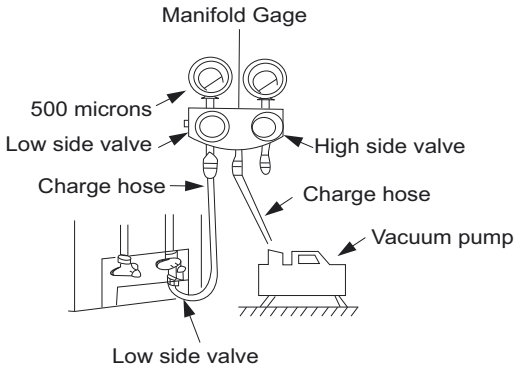

Fig. 36 — Manifold Gauge
3. Fully open the low side of manifold gage (see Fig. 36).